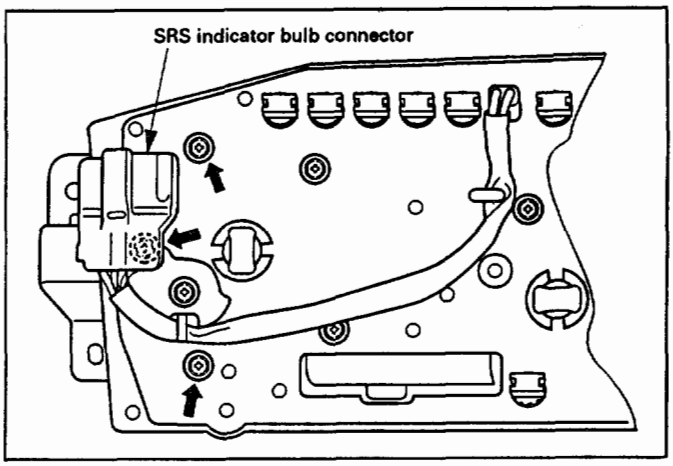

Fig. 8-360
- Remove three screws securing the meter at the back side, and then remove it together with the ECT gauge. (Fig. 8-360)